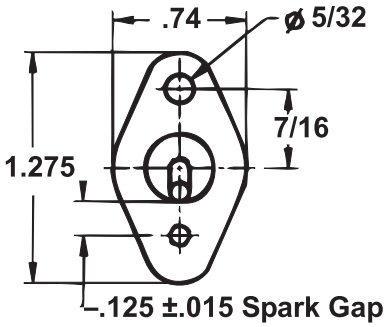

Figure 30. Front View of Ignitor Showing Spark Gap Measurement
d. Spark gap (see **Figure 30**) must be maintained to 1/8 inch.